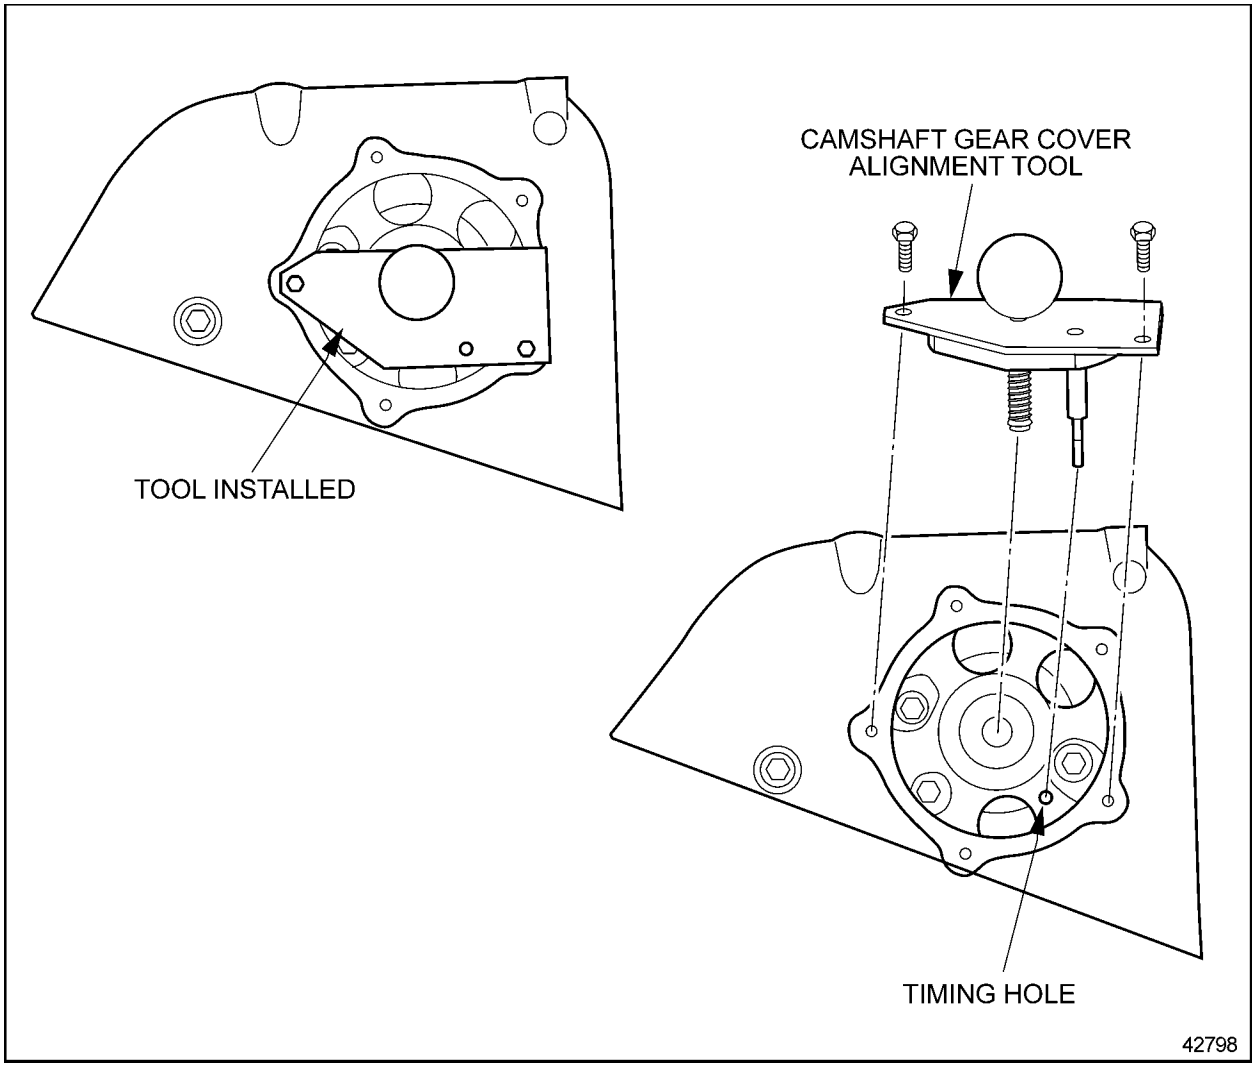

Figure 1-393 Camshaft Alignment Tool
1. Install camshaft alignment tool J 45946 in camshaft gear cover and camshaft gear, making sure the pin on the tool is entered into the timing hole in the backside of the camshaft gear cover. See Figure 1-393.